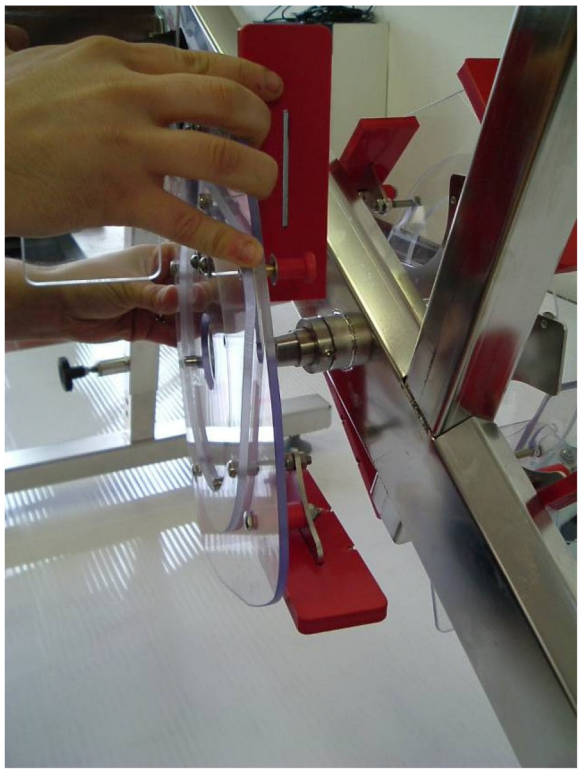
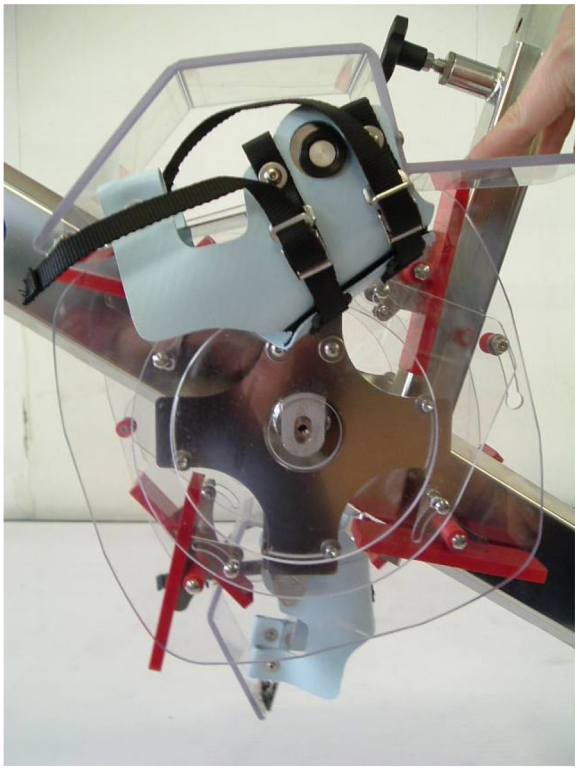
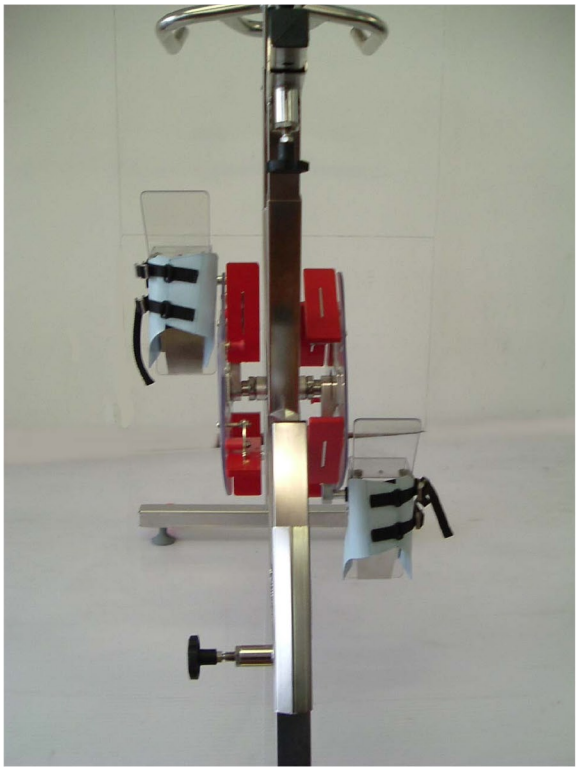

Abb. 2
Abb. 3
Abb. 6
(1) Den Block Schraube – Inoxscheibe – Nylonscheibe vom zentralen Antriebsmechanismus herunter nehmen;
(2) Die linke Tretkurbel mit dem bereits aufgesteckten Pedal in den zentralen Antriebsmechanismus auf dem Rahmen einsetzen **(Abb. 2 und Abb. 3)**, dabei die linke Tretkurbel im entgegengesetzten Sinn der bereits montierten rechten Tretkurbel platzieren **(Abb. 6)**;